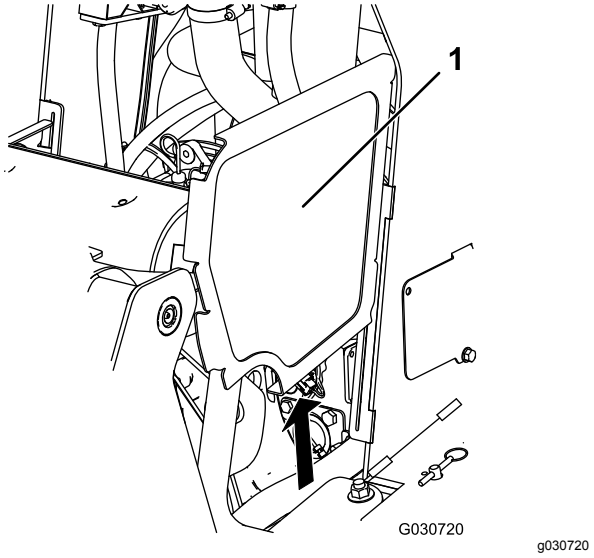

Rysunek 43
2. Przesuń osłony boczne (Rysunek 43) do góry, wysuwając z otworów w przedniej osłonie i ramie.